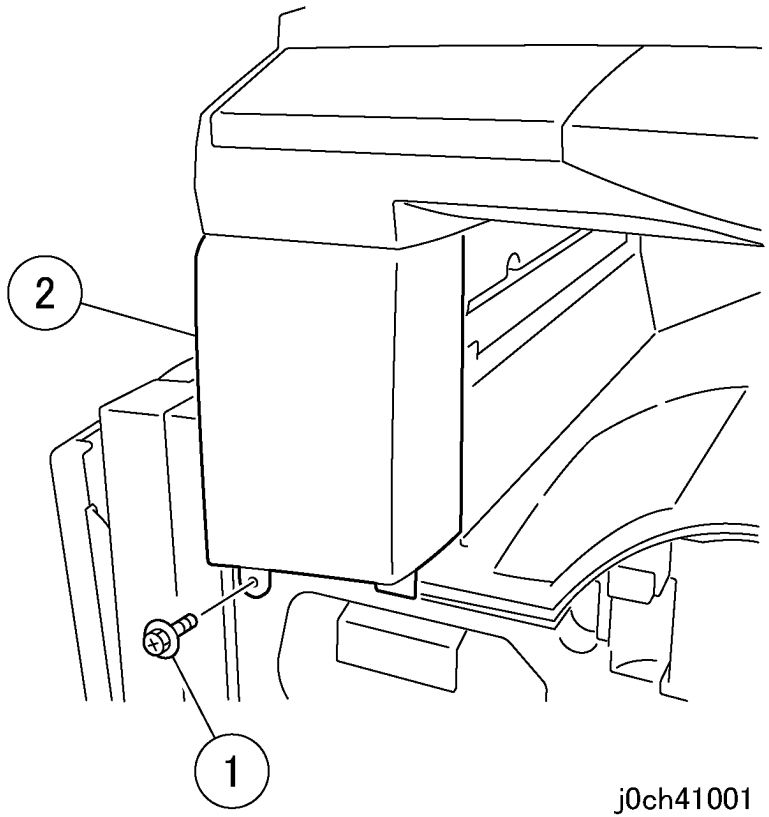

Рисунок 1 Снятие передней левой крышки (j0ch41001)
2. Снимите переднюю левую крышку (рисунок 1).